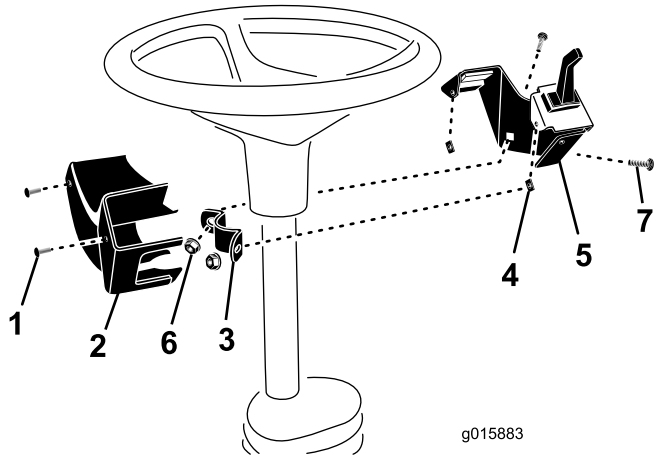

Figura 5
1. Monte el conjunto del soporte de la columna en la columna de dirección con la abrazadera del soporte, 2 tornillos de cuello cuadrado de 3/8" x 1 pulgada y tuercas con arandela prensada de 3/8 pulgada. Coloque el soporte lo más alto posible en la columna de dirección, según se muestra en Figura 5. Asegúrese de que el soporte no obstruye el volante.
2. Después de conectar el arnés de cables a los interruptores, sujete la tapa a las tuercas rápidas del soporte con dos tornillos (Figura 5).